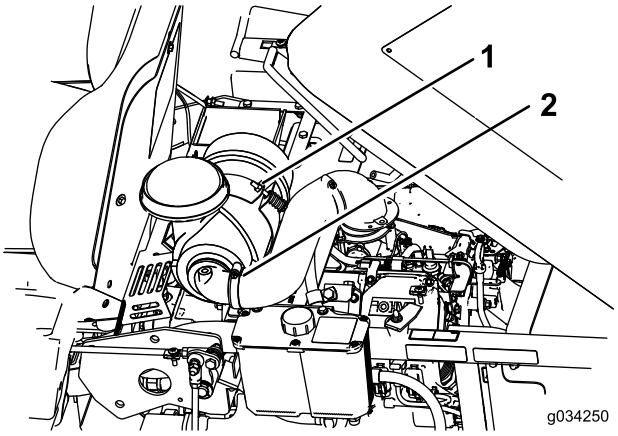

Figuur 31
3. Maak de slangklem los en verwijder het luchtfilter (Figuur 31).